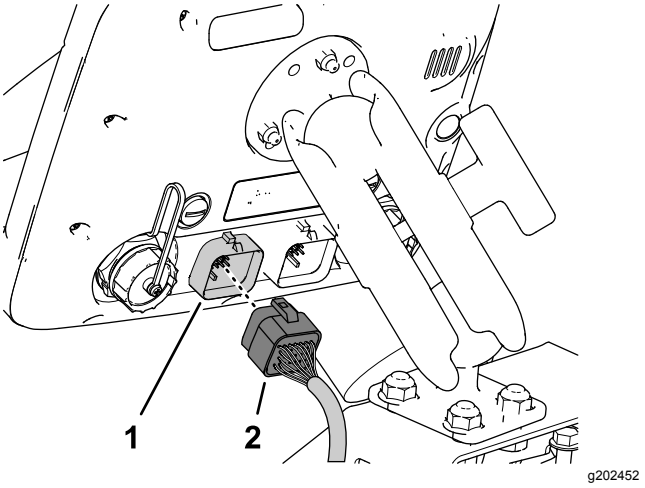

Figur 206
3. Innrett kontakten med 26 sokler i dataledningssatsen med kontakten med 26 pinner i sprederskjermen, og trykk sokkelkontakten inn i pinnekontakten inntil kontakten klikker på plass (Figur 206).